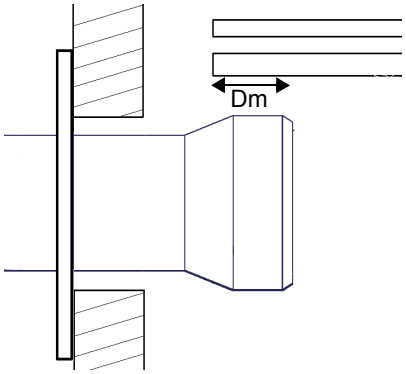

Рис. 3
- Котлы с реверсивной топкой: в этом случае сопло должно входить в камеру сгорания на 50-100 мм., относительно плиты с трубной связкой. (Рис. 3)